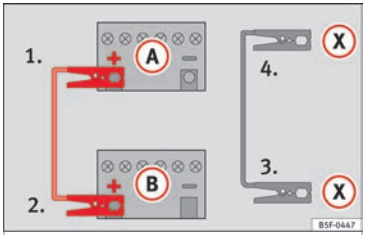

Fig. 88 Diagram of connections for vehicles with Start-Stop system.
4b. *For vehicles with Start-Stop system:* connect one end of the *black* jump lead (X) to a suitable ground terminal, to a solid piece of metal in the engine block, or to the engine block itself ››› **Fig. 88**.
5. Connect the other end of the *black* jump lead (X) to a solid metal component bolted to the engine block or to the engine block itself of the vehicle with the flat battery. Do not connect it to a point near the battery (A).